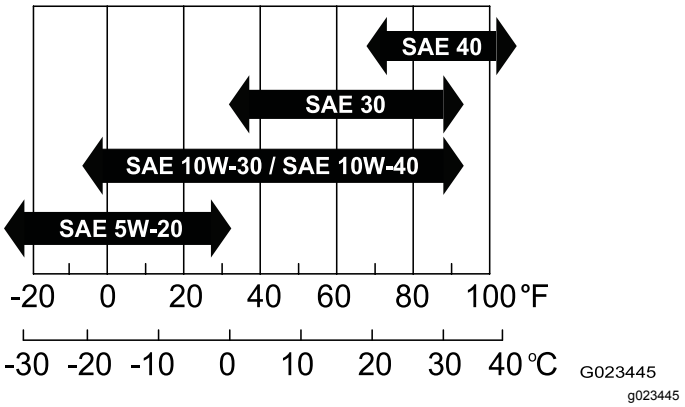

Рисунок 37
- **Вязкость:** SAE 30; другие значения вязкости см. в следующей таблице (Рисунок 37):